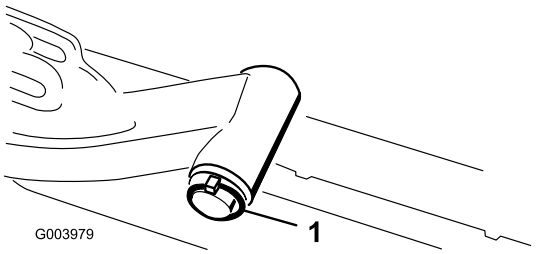

Figura 11
A. Retire el pasador de seguridad y la arandela que fijan el eje pivotante del brazo de elevación al brazo de elevación, y deslice el eje pivotante fuera del brazo de elevación (Figura 11).
C. Introduzca el eje del brazo de elevación en el brazo de elevación y fíjelo con la arandela y el pasador de seguridad (Figura 11).